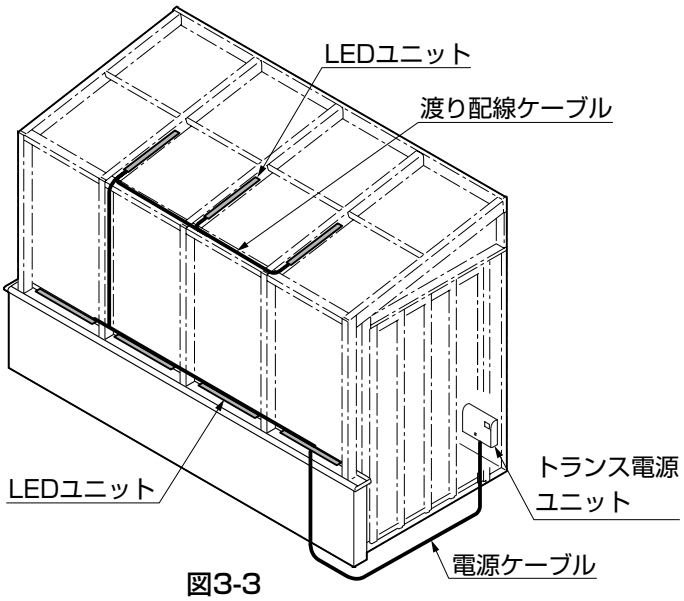
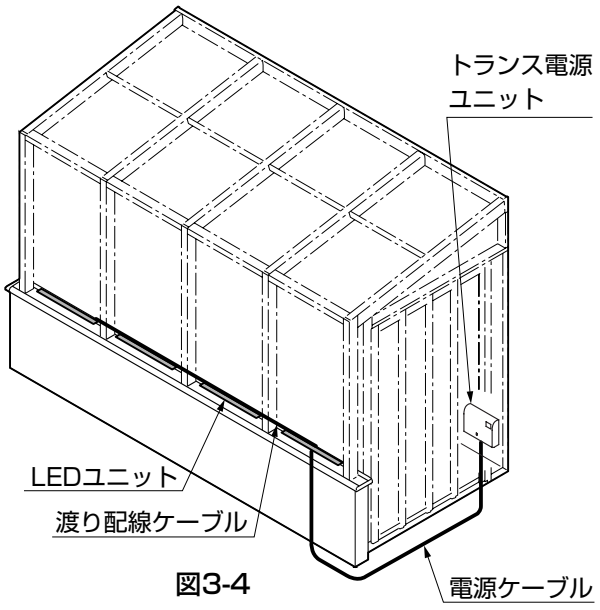

図3-3
図3-4
①図3-3、図3-4のようにLEDユニットの配線をとりまわしてください。